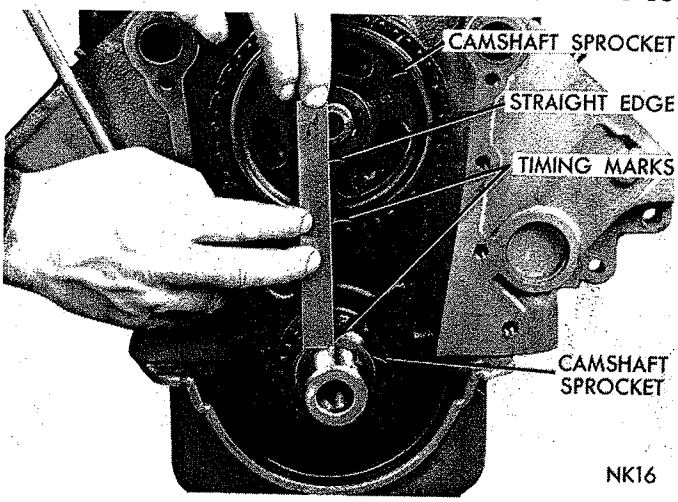
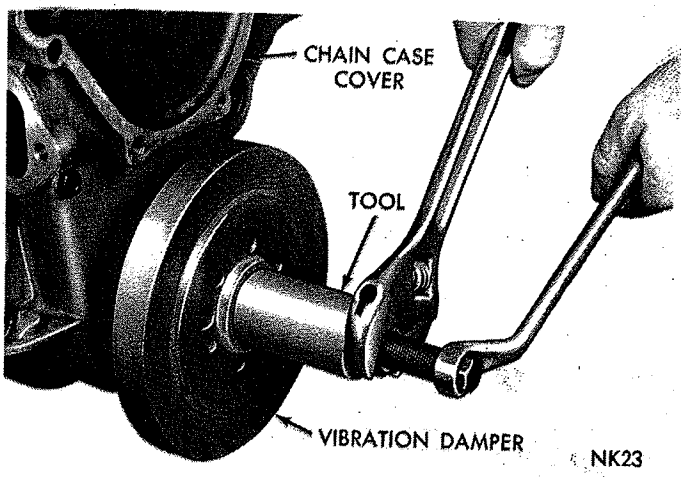

Fig. 27—Alignment of Timing Marks
Fig. 28—Installing Vibration Damper Assembly
(1) Place both camshaft sprocket and crankshaft sprocket on the bench with timing marks on exact imaginary center line through both camshaft and crankshaft bores.
(2) Place timing chain around both sprockets.
(3) Turn crankshaft and camshaft to line up with keyway location in crankshaft sprocket and in camshaft sprocket.
(4) Lift sprockets and chain (keep sprockets tight against the chain in position as described).
(5) Slide both sprockets evenly over their respective shafts and use a straight edge to check alignment of timing marks (Fig. 27).
(6) Install the fuel pump eccentric, cup washer, and camshaft bolt. Tighten bolt to 35 foot-pounds.
(7) Check camshaft for .002 to .006 inch end play with a new thrust plate and up to .010 inch end play with a used thrust plate. If not within these limits install a new thrust plate.
(8) If chain is satisfactory, slide the crankshaft oil slinger over shaft and up against sprocket (flange away from sprocket).
(9) Be sure mating surfaces of chain case cover and cylinder block are clean and free from burrs.
(10) Using a new gasket carefully install chain case cover to avoid damaging oil pan gasket. Tighten chain case cover capscrews to 30 foot-pounds first then tighten oil pan capscrews to 15 foot-pounds.
(11) Position damper hub slot on key in crankshaft, and slide hub on crankshaft.
(12) Place installing tool, part of Puller set Tool C-3688 in position and press damper hub on crankshaft (Fig. 28).
(13) Slide pulley over the shaft and attach with bolts and lockwashers. Tighten the bolts to 15 foot-